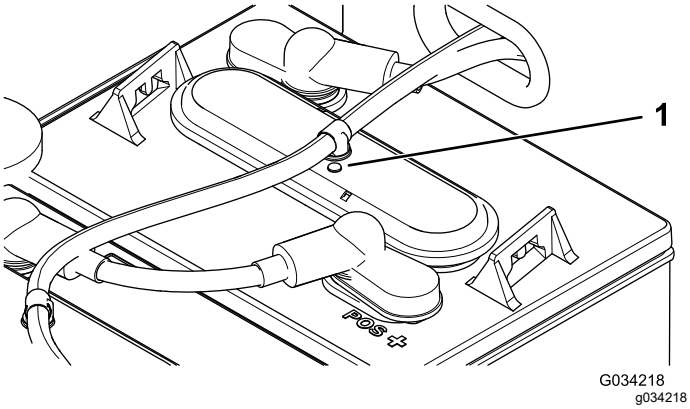

Figura 37
3. Verifique os ilhós em cada bateria para ver se são pretos ou brancos (Figura 37).